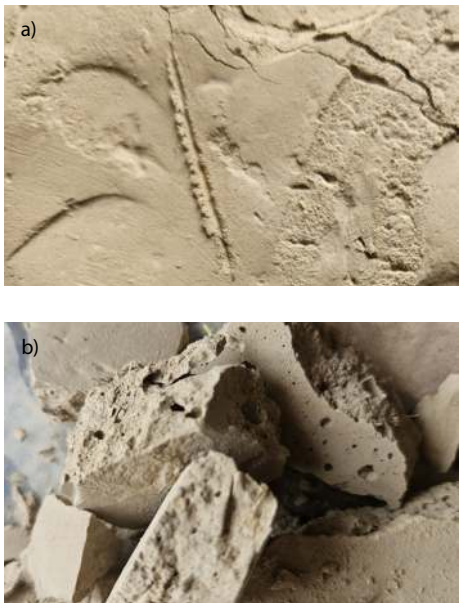

Rys. 8. Konsystencja bardzo zwarta
- bardzo zwarty – „grunt daje się zarysować za pomocą paznokcia, nie można z niego uformować kulki, grunt w dłoni rozpada się pod naciskiem" (rys. 8).